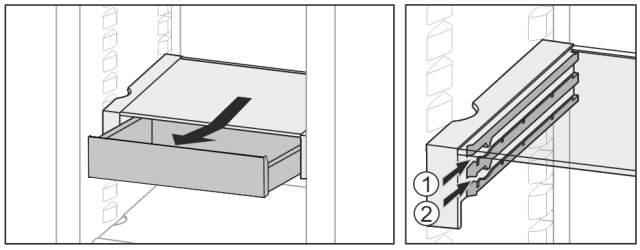

*Fig. 27*
▶ L'insérer à n'importe quelle hauteur *Fig. 27 (1)* ou *Fig. 27 (2)*.